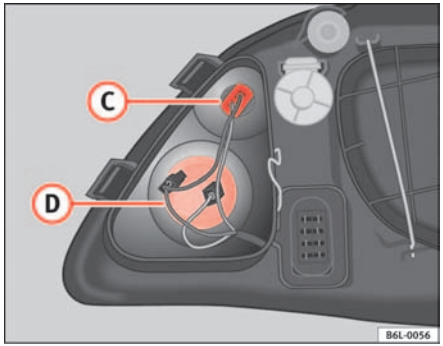

Fig. 147 Indicator lights
– Turn the lamp holder to the left and remove from casing ⇒ fig. 147 (D).